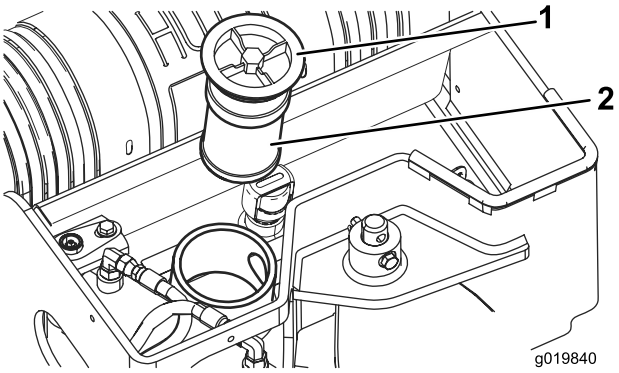

Figuur 60
5. Verwijder het oude filter en gooi het weg (Figuur 60).
6. Monteer het vervangfilter en de vuldop (Figuur 60) en draai de bout bovenaan vast tot 21 à 25 Nm.
6. Verwijder de vuldop en het filter van de hydraulische tank (Figuur 60).
11. Monteer het hydraulische filter en de vuldop (Figuur 60) en draai de bout bovenaan vast tot 21 à 25 Nm.